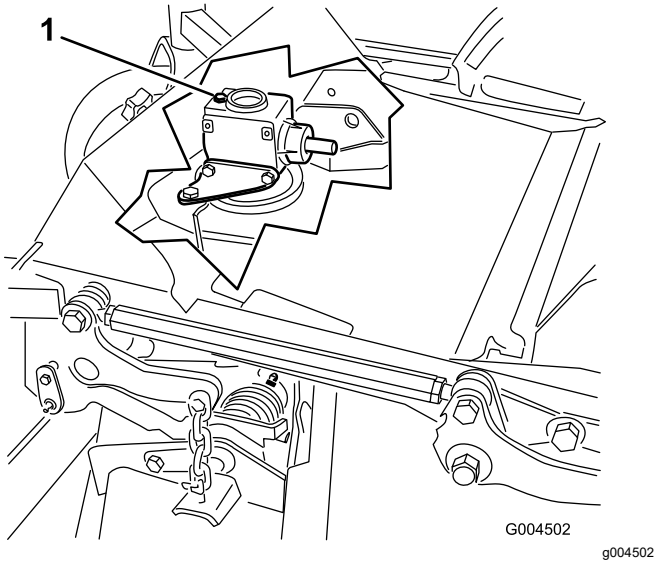

Figuur 69
6. Verwijder de peilstok/vulplug op de bovenkant van de tandwielkast en controleer of het peil van de tandwielolie tussen de merktekens op de peilstok staat (Figuur 69).
6. Verwijder de peilstok/vulplug op de bovenkant van de tandwielkast (Figuur 69).